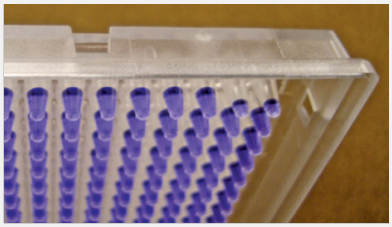

Fig. 11. Examine sample volumes after cycling. In this demo, corner wells were poorly sealed to demonstrate sample evaporation.
5. Optional: fill a sample plate with a colored liquid such as 0.01% bromophenol blue solution. Examine sample volumes to ensure pipetting accuracy. Seal the plate. Thermal cycle the plate and examine all wells for signs of evaporation (Figure 11).